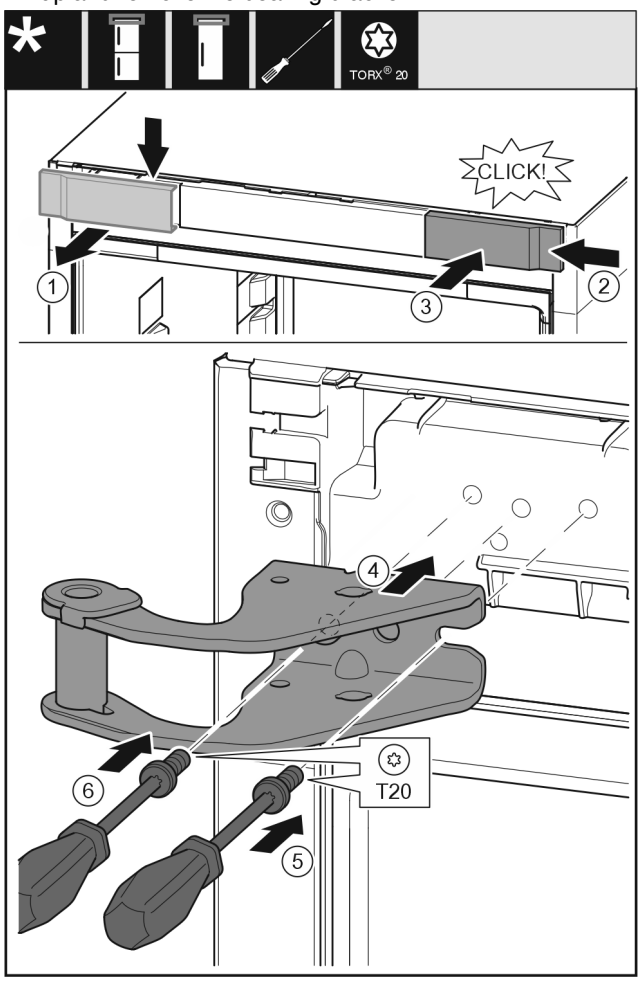

Fig. 9
- ▶ Take off the cover from above to the front. *Fig. 9 (1)*
- ▶ Rotate the cover 180° and clip onto the other side from the right. *Fig. 9 (2)*
- ▶ Latch the cover into place. *Fig. 9 (3)*
- ▶ Position the upper bearing bracket. *Fig. 9 (4)*
- ▶ Insert the screw with a T20 screwdriver and tighten it. *Fig. 9 (5)*
- ▶ Insert the screw with a T20 screwdriver and tighten it. *Fig. 9 (6)*